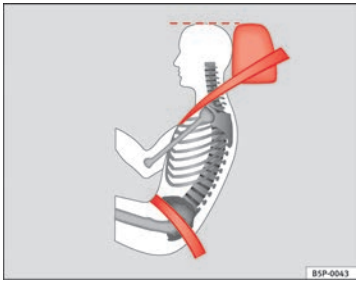

Fig. 14 Correct seat belt and head restraint positions, viewed from side
- **The lap part of the seat belt must lie across the pelvis, never across the stomach. The seat belt must lie flat and snugly on the pelvis ⇒ page 25, fig. 14. Pull the belt tight if necessary to take up any slack.**